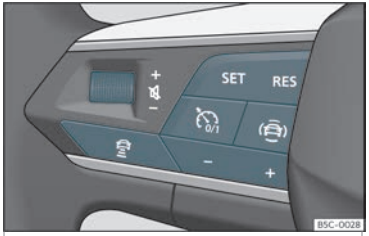

Abb. 156 Am Multifunktionslenkrad: Tasten zur ACC-Bedienung
Ihr Fahrzeug verfügt über ACC, wenn das Einstellungsmenü im Infotainment-System verfügbar ist››› Seite 94, und wenn am Multifunktionslenkrad die Tasten zur Bedienung von ACC zur Verfügung stehen››› Abb. 156.
- Taste **SET** drücken, um die Regelung zu starten››› **Abb. 156**.
Um die Geschwindigkeit zu programmieren, drücken Sie die Tasten **+** o **–**››› **Abb. 156** bis zur gewünschten Geschwindigkeit. Die Einstellung der Geschwindigkeit erfolgt in Schritten von 10 km/h (5 mph).
- Taste und danach Taste **+** oder **–** ››› **Abb. 156** drücken.